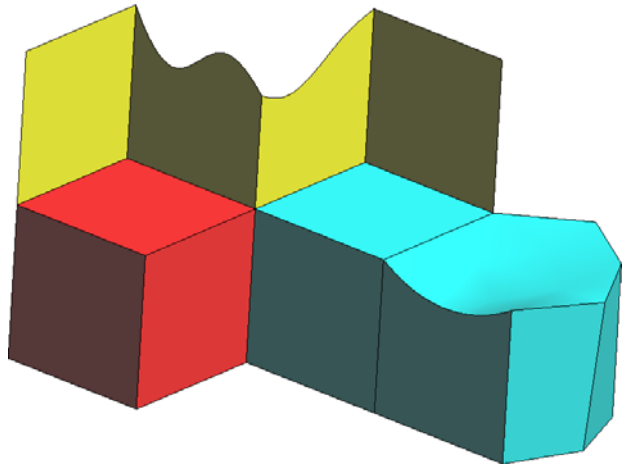

Figure 1. Contents of the project “ToMesh3.gid”.
2. The geometry appears on the screen. It is a set of surfaces and three volumes. Select **Render→Flat** from the mouse menu[1] or from the **View** menu. In Figure 1 shows the geometrical model loaded.